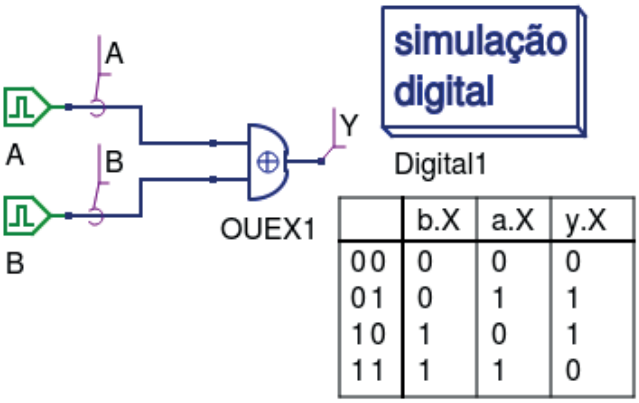

Figura 3.73 – Simulação da porta OU-Ex de duas entradas no Qucs.
28. Utilizando o software de simulação Qucs, simule a porta OU-Ex (XOR) e construa a tabela verdade de acordo com a figura 3.73. Compare os dados da tabela do Qucs com a tabela 3.24.